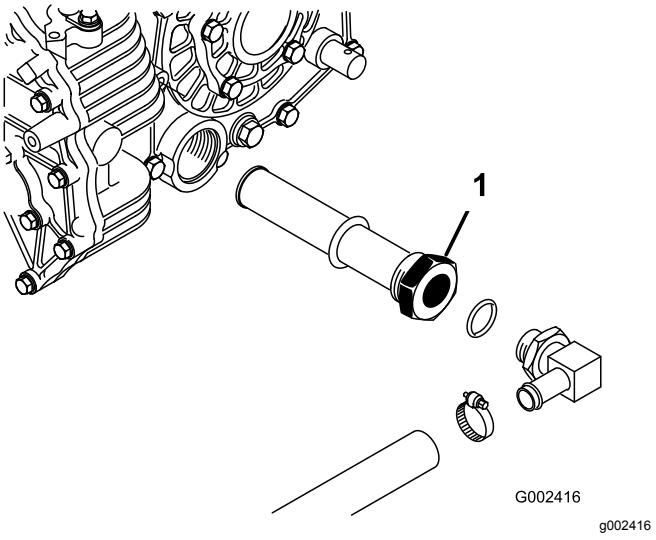

Figuur 70
5. Onthoud de positie van de hydraulische slang en de 90°-fitting voor de zeef aan de zijkant van het reservoir (Figuur 70).